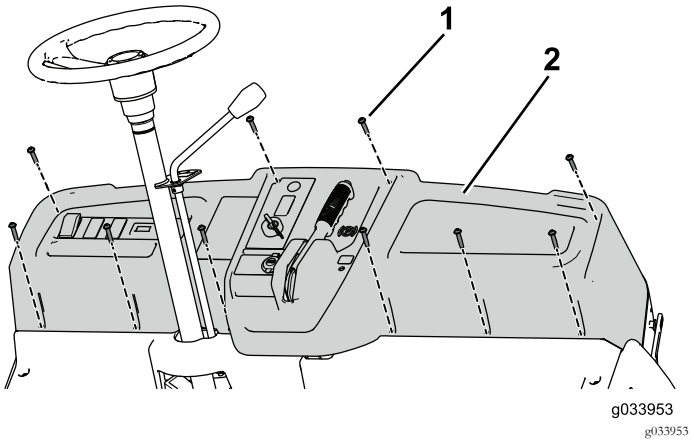

Figure 80
5. Utilisez les 10 vis (¼" x 1¼") pour fixer le tableau de bord à la machine (Figure 80).